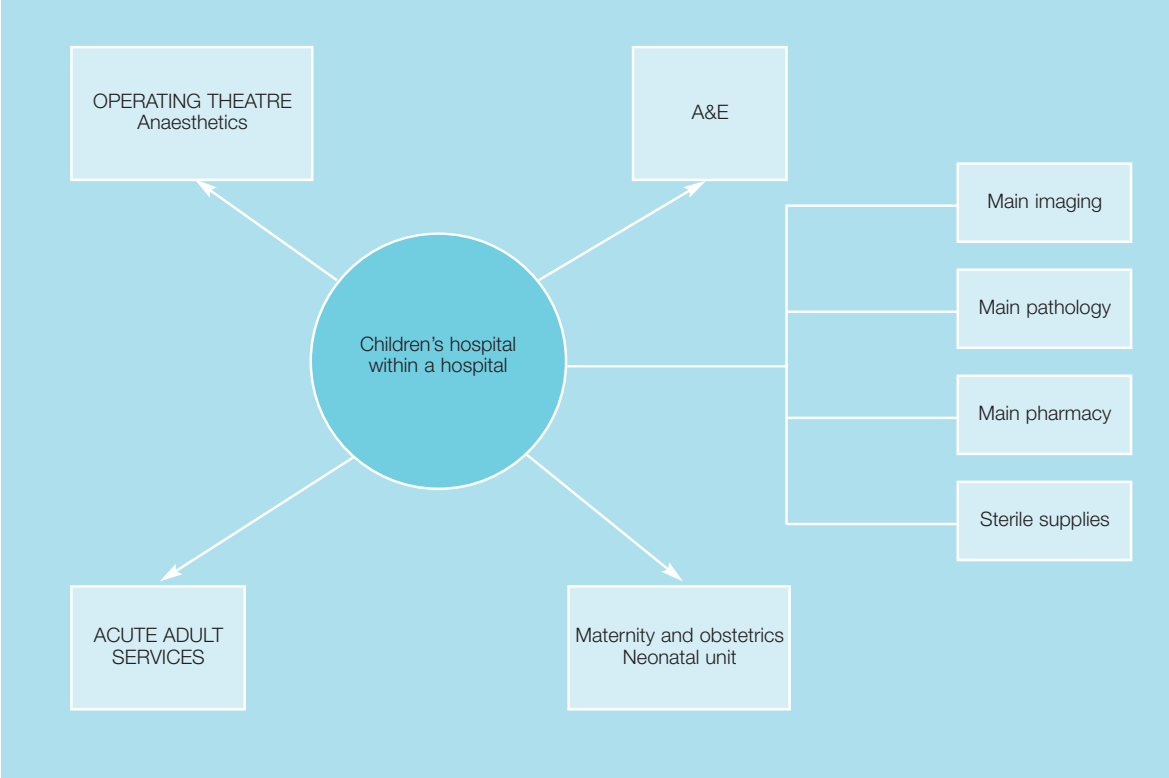

Figure 2 Relationships with other departments in the main hospital
2.36 The three areas are adjacent and interlinked through security-controlled doors and monitored by CCTV. The concept of a children's hospital within an acute general hospital will ensure that essential support facilities, for example operating theatres, A&E and imaging, are easily accessible (see Figures 2 and 3). Even though the children's unit has a dedicated entrance, there will also be restricted access via the main hospital street for the purposes of transferring patients to other departments and also to enable clinical staff to enter in an emergency.